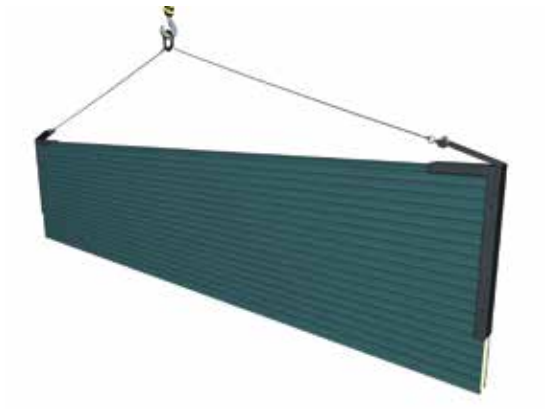

Fig. 51.: Manipulation with an AWP / AWP Flex panel on a horizontal lay-down.
- We recommend that panels being laid horizontally be manipulated using assembly accessories ensuring that their stability is retained, e.g. modified carpentry clips (Fig. 51).